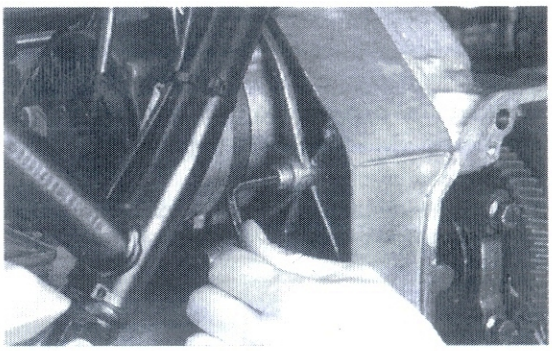

Bild 94
- Zweipolstecker abziehen und Generator nach Ausdrehen von drei Befestigungsschrauben nach hinten abnehmen (Bild 94).